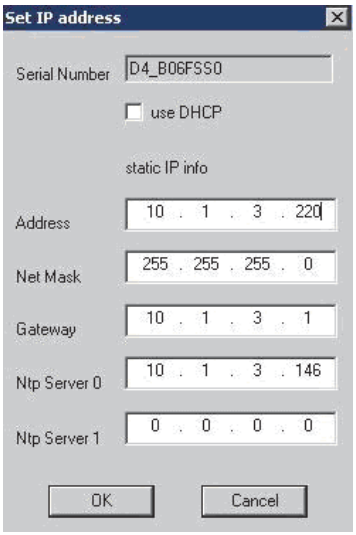

Figure 7–2: Setting the IP address
e. Type in the IP Address needed. In *Figure 7–2*, the IP Address, Net Mask and Gateway have been set. If an NTP server is used for the correct time of day, enter the IP address of the NTP server. If no NTP server is available, the SystemManager platform can be used for this. Once this information is entered, click **OK**.